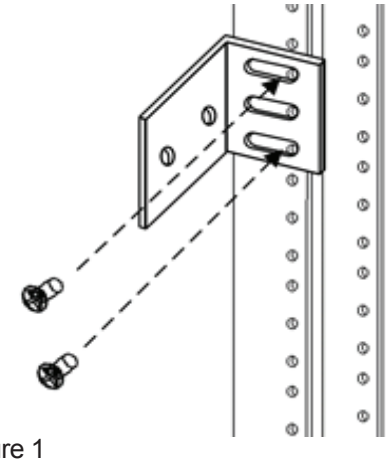

Figure 1
3) Au moyen de vis no 12-24 (ou d'une autre grosseur convenant à l'installation), fixer le support à un rail du bâti ou de l'armoire. (Figure 1)